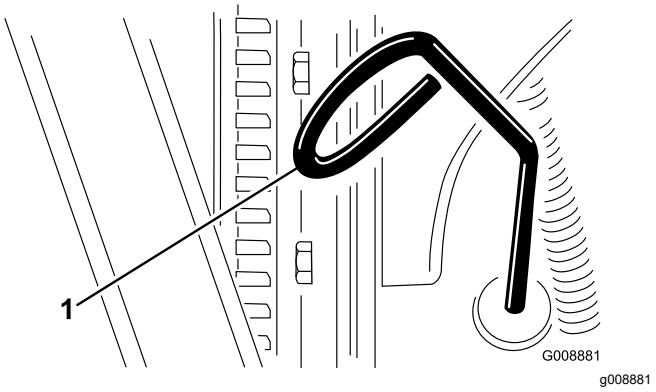

**Figur 27**
2. Ta ut oljestickan (Figur 27) och torka av den med en ren trasa.